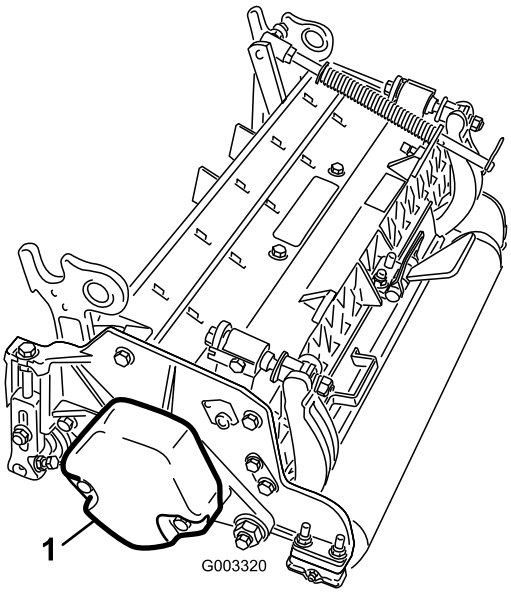

**Figura 3**
4. Asegúrese de que el contrapeso (Figura 3) está instalado en el extremo correcto de la unidad de corte, según lo indicado en el *Manual del operador* de la unidad de corte.